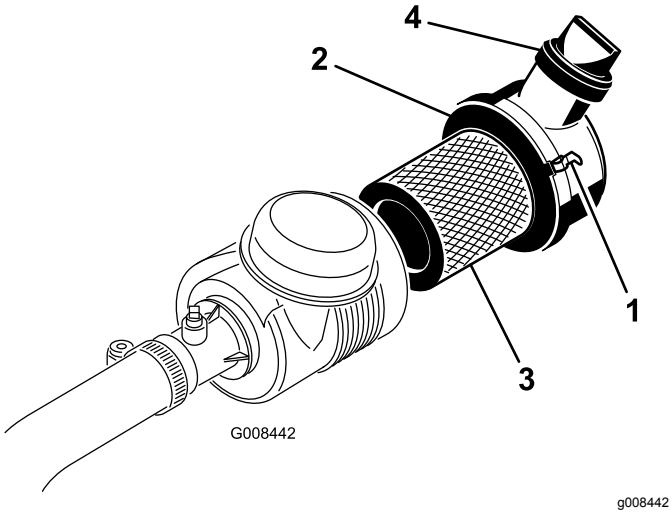

Figur 33
1. Utløs låsene som fester luftrenserdekslet til luftrenserhuset (Figur 33).
7. Påse at låsene fester dekselet til huset (Figur 33).